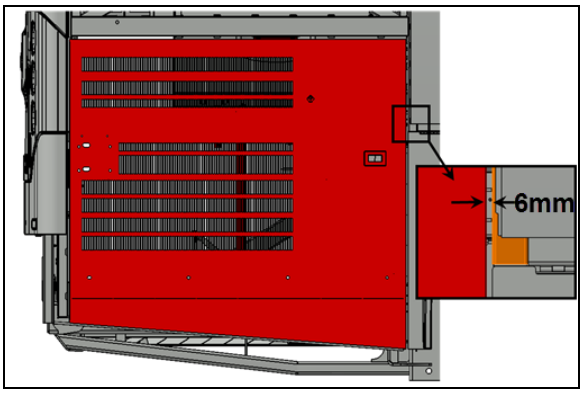

FIGURE 58
6. If the longitudinal position is out of tolerance, adjust using the adjustment provided on the inner side of the door, at the upper attachment point of the arm on the door (FIGURE 58).